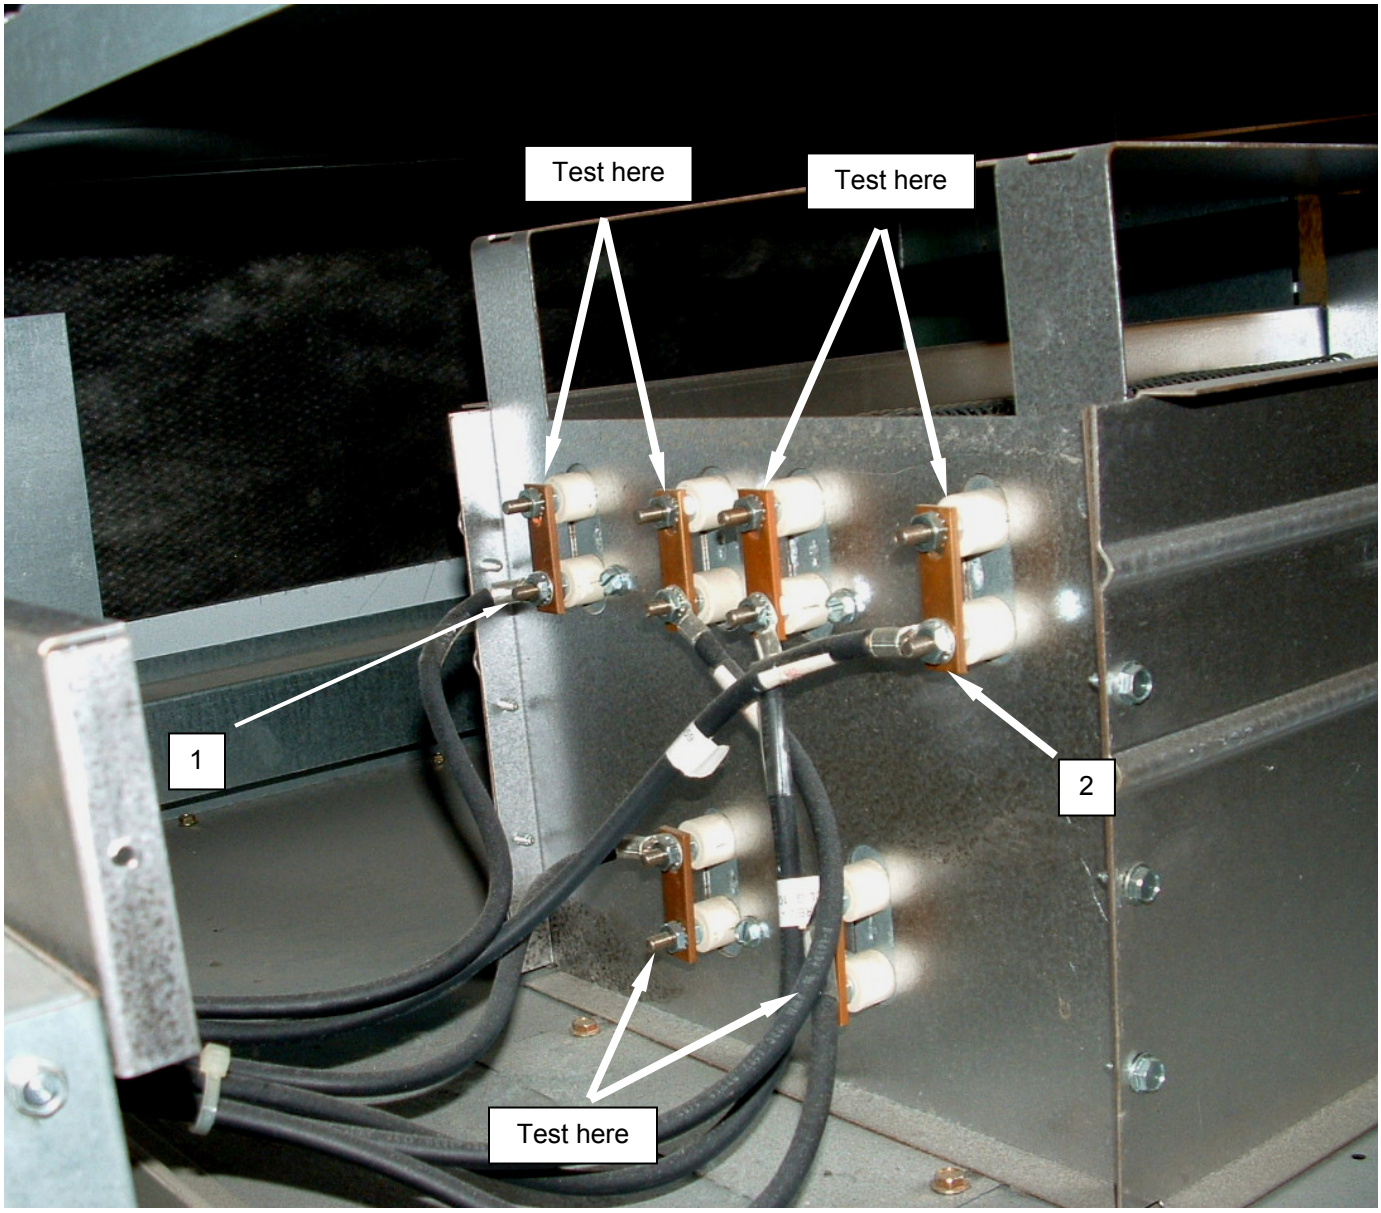

Figure 1. Test the Dryer Heating Elements.
3. Tag and disconnect the wiring from the element terminals **(Figure 1, Item 1)**. Reinstall the terminal nuts **(Figure 1, Item 2)** for testing.
4. Use an ohmmeter to check for 4 ohms resistance between element terminals **(Figure 1, Item 1)** as indicated in Figure 1.
5. Use an ohmmeter to test for infinite resistance between each element terminal **(Figure 1, Item 1)** and ground.
7. Remove terminal nuts **(Figure 1, Item 2)** and reconnect wiring as tagged.